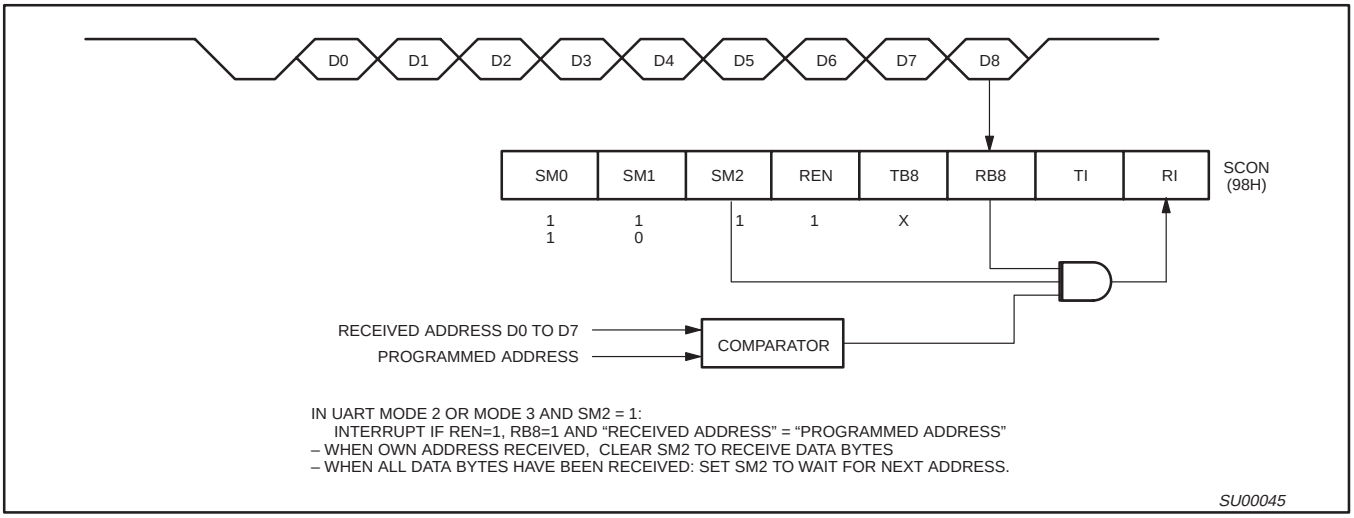

Figure 14. UART Multiprocessor Communication, Automatic Address Recognition
Automatic Address Recognition is a feature which allows the UART to recognize certain addresses in the serial bit stream by using hardware to make the comparisons. This feature saves a great deal of software overhead by eliminating the need for the software to examine every serial address which passes by the serial port. This feature is enabled by setting the SM2 bit in SCON. In the 9 bit UART modes, mode 2 and mode 3, the Receive Interrupt flag (RI) will be automatically set when the received byte contains either the “Given” address or the “Broadcast” address. The 9-bit mode requires that the 9th information bit is a 1 to indicate that the received information is an address and not data. Automatic address recognition is shown in Figure 14.